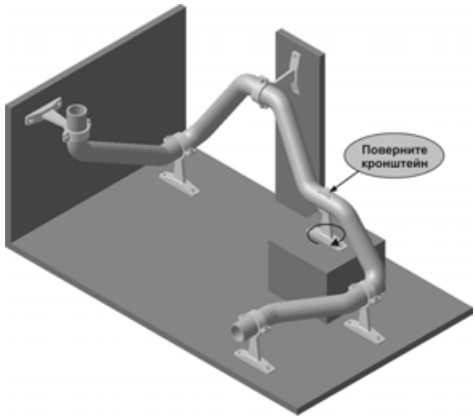

Рис. 8.81
- С помощью команды **Повернуть компонент** на панели **Редактирование сборки** поверните четвертый кронштейн на 90° по часовой стрелке (рис. 8.81).